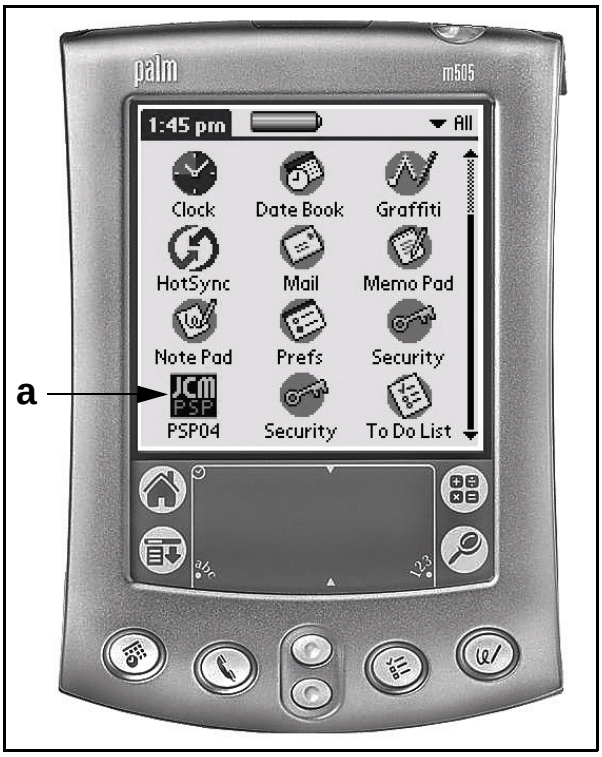
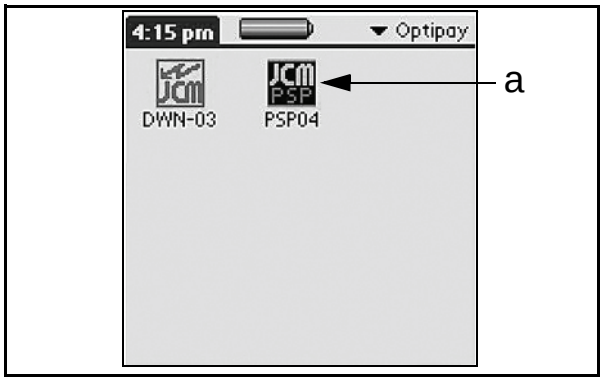

Figure 7-1 Typical Palm Pilot Handheld & Software
Figure 7-2 PSP-04 Application Selection
- A Palm Pilot® Handheld – M125, M130, M500, M505, M515, Tungsten T, Tungsten T2, and Tungsten C Handheld PDA's (See Figure 7-1)
1. Turn on the Palm Pilot® and select the JCM PSP-04 main Menu Application (See Figure 7-1 a or Figure 7-2 a).